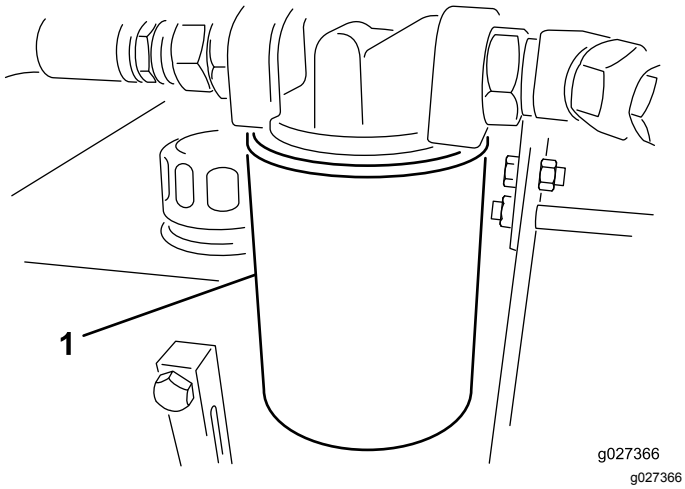

Figura 11
3. Coloque un recipiente debajo del filtro y retire el filtro (Figura 11).